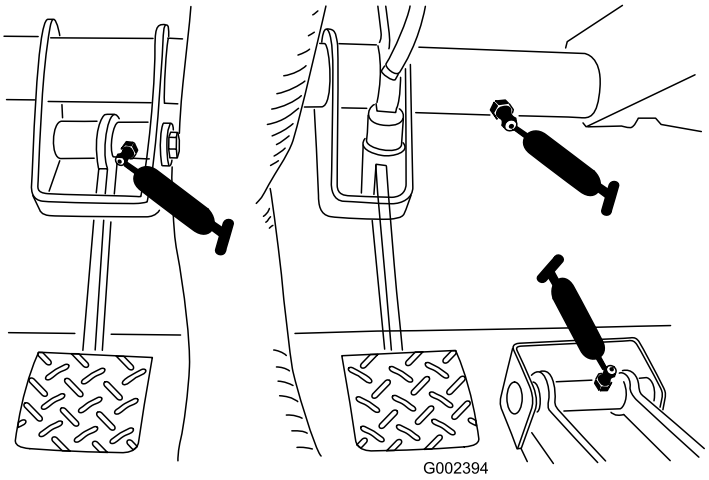

Figura 40
- Frizione (1), acceleratore (1), freno (q.tà 1) (Figura 40)